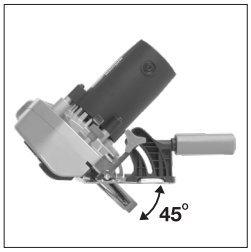

Fig. 8
- Incline la hoja al ángulo deseado **(Fig. 8)**